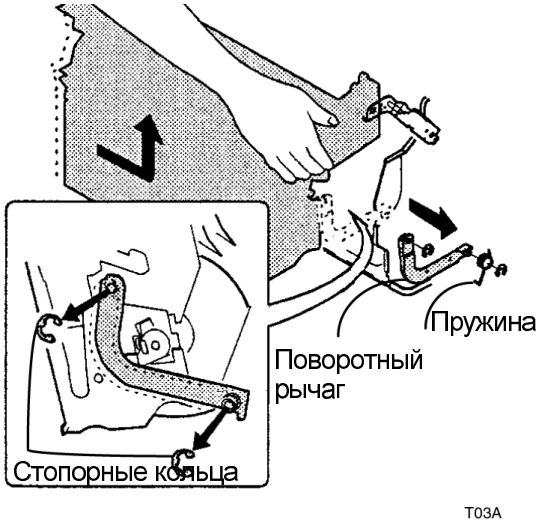

Рисунок 4. Снятие правого поворотного рычага
4. (Рисунок 4): Отсоедините разъем датчика масла (CN309) от платы разъемов. Освободите проводку от зажимов и обрежьте кабельные стяжки.
6. (Рисунок 4): Снимите правый поворотный рычаг: